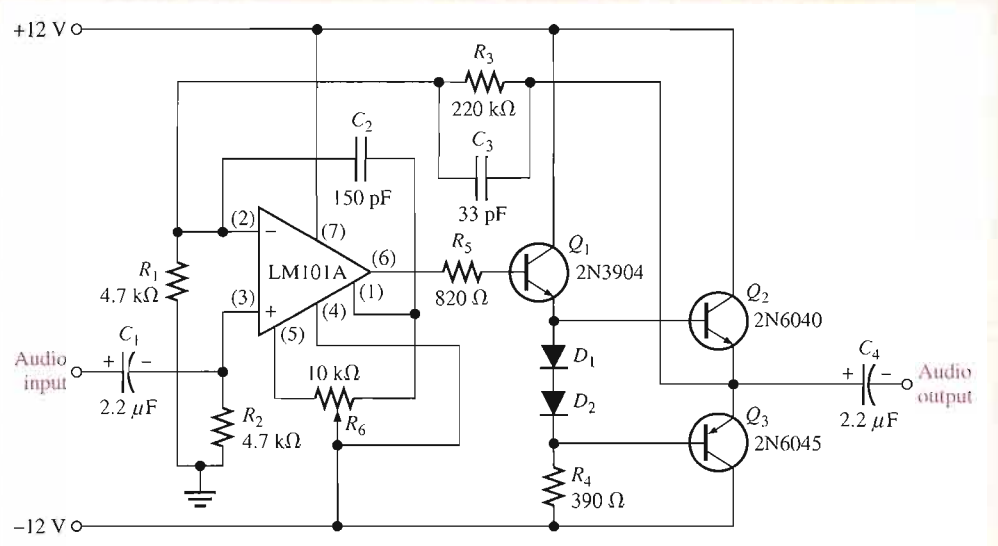

FIGURE 12–50
▲ **FIGURE 12–48**
▲ **FIGURE 12–49**
- Make sure that the circuit board shown in Figure 12–49 is correctly assembled by checking it against the schematic in Figure 12–50. A pin diagram for the power transistors is shown for reference. Backside interconnections are shown as darker traces.